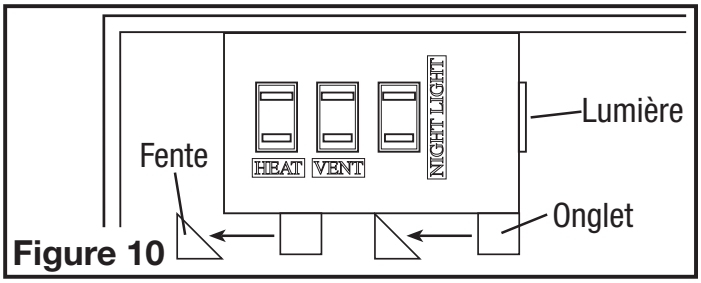

Figure 10
4. Réinstaller le compartiment de câblage en glissant les onglets au bas du couvercle dans les fentes dans le châssis. Assurez-vous que tous les fils sont attachés à l'intérieur du compartiment de câblage et qu'ils ne sont pas coincés ou dénudés. Réinstaller les deux vis enlevées à *L'étape 3* de la **SECTION 1** *Préparation de l'unité* **(Figure 10).**